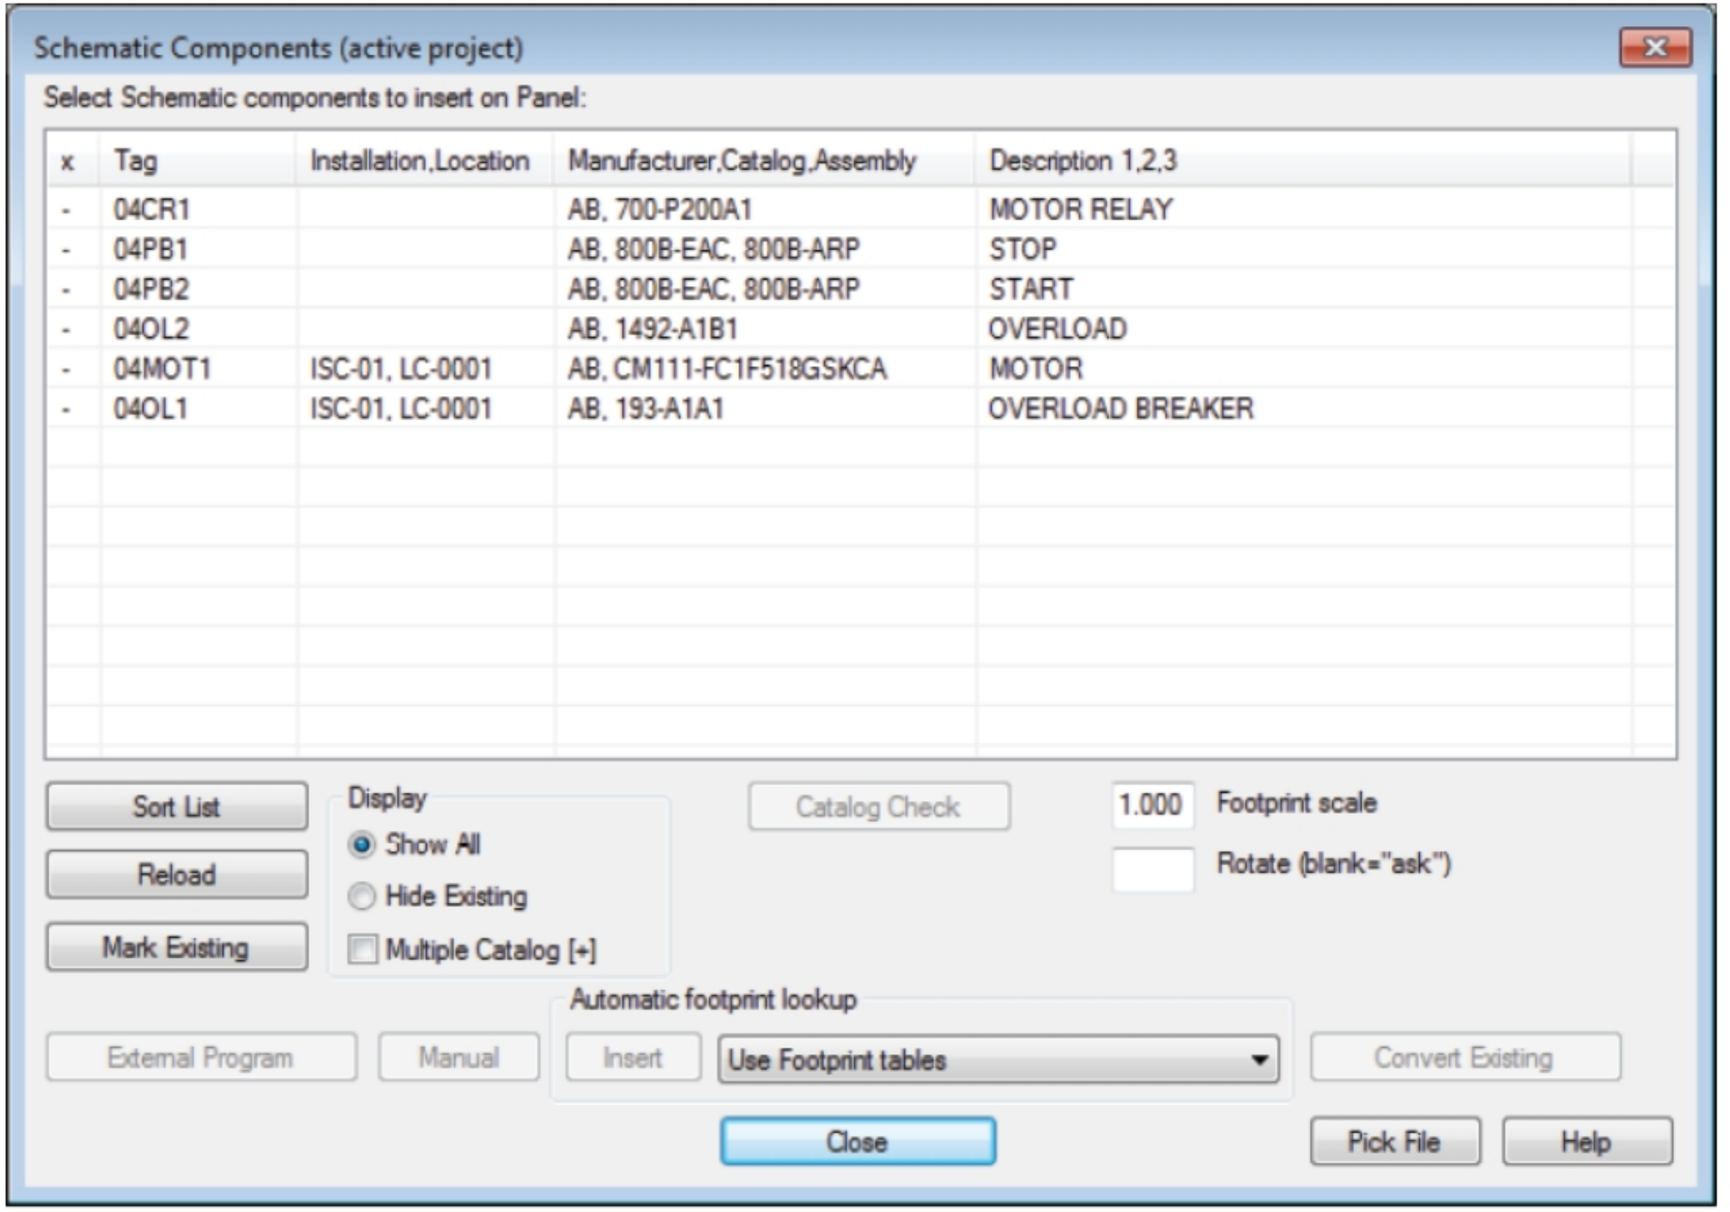

Figure-73. Schematic Components active projects dialog box
- Click on the **OK** button. The **Schematic Components (active project)** dialog box will be displayed; refer to Figure-73.